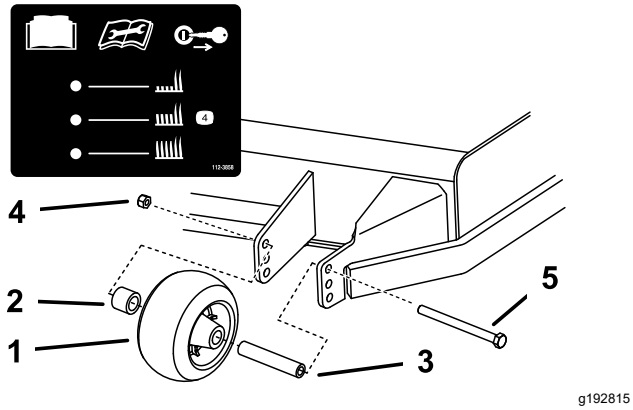

Figur 30
3. Juster antiskalperingsrullerne som vist i Figur 30.